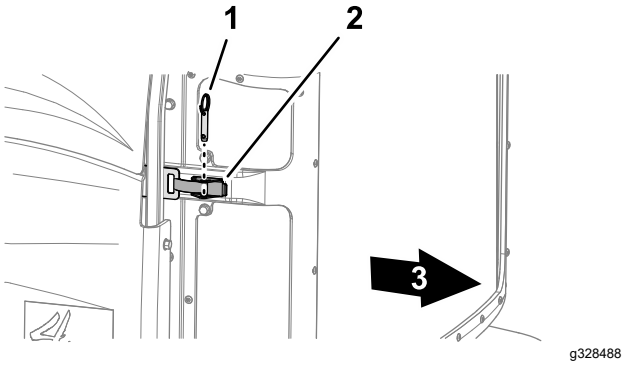

Figur 64
2. Avlägsna låssprinten från panelens spärrhake (Figur 64)